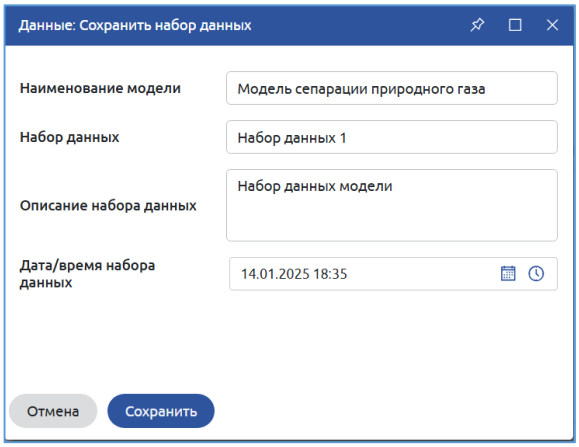

Рисунок 44. Данные: Сохранить набор данных
1. Выполнить команду «Сохранить» на панели управления раздела «Данные», в результате будет открыто диалоговое окно «Данные: Сохранить набор данных» (Рисунок 44).